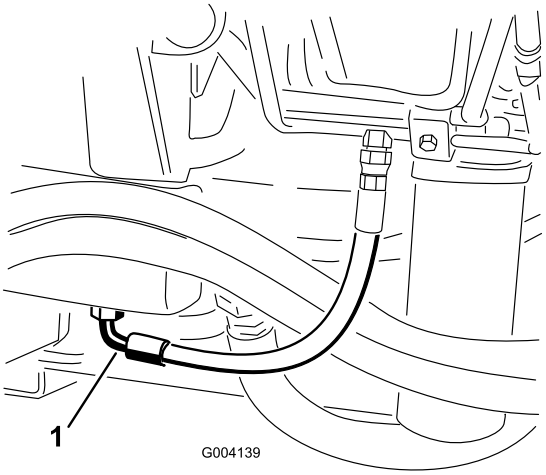

Figur 70
2. Anbring en stor bakke under stykket, der sidder i bunden af hydraulikvæskebeholderen (Figur 70).